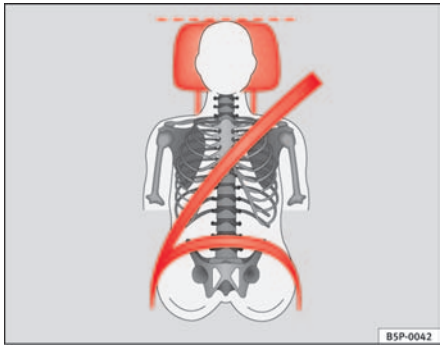
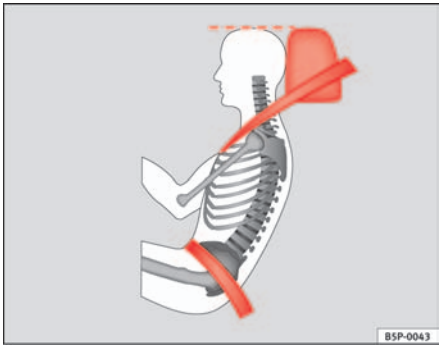

Fig. 92 Viewed from in front: Properly adjusted head restraints and proper belt adjustment
Fig. 93 Viewed from side: Properly adjusted head restraints and proper belt adjustment
– Adjust the head restraint so that its upper edge is at the same level as the top of your head, or as close as possible to the same level as the top of your head and, as a very minimum at eye level.⇒ fig. 92 and ⇒ fig. 93